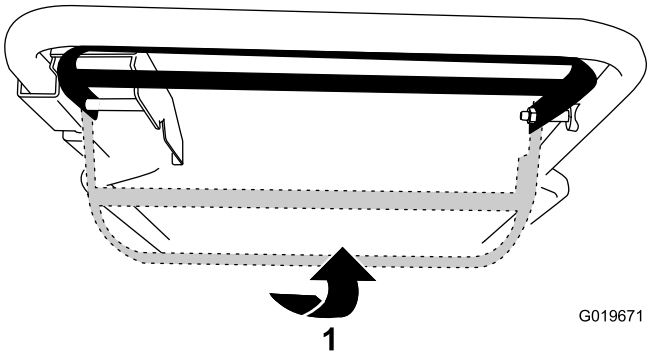

Figuur 16
- **Om de zelfaandrijving te gebruiken zonder het maaimes in te schakelen:**Til de bedieningsstang van het maaimes naar de handgreep toe (Figuur 16).